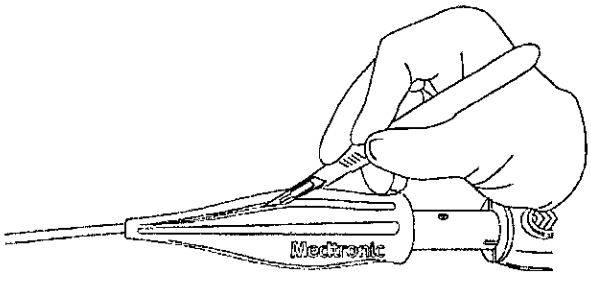

Figura 14. Corte de la empuñadura frontal
2. Corte la empuñadura frontal gris a lo largo de una de las ranuras (Figura 14). Tenga cuidado de no cortar el tubo de alivio